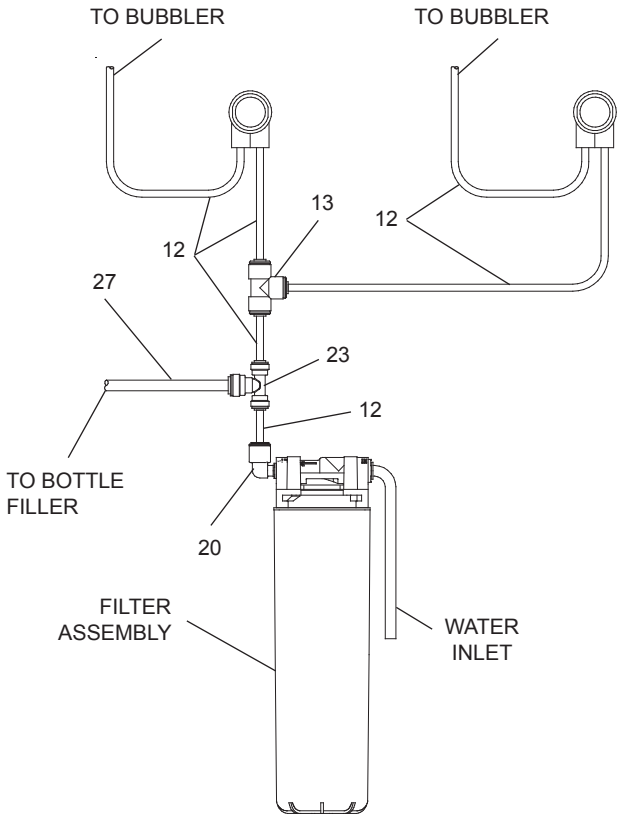

Figure 2 - LZWS-EDFPBM(R)117K-W1Tube Routing
1. Make water supply connections (Fig. 2). Install a shut-off valve and union connection to building water supply (valve and union not provided). Turn on water supply and flush the line thoroughly.